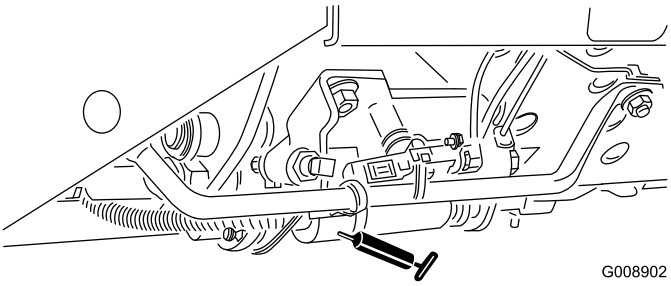

Figuur 58
- Schuif voor maaien/transport (Figuur 58)